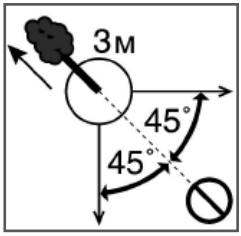

Рис. 11. Расчет пути отхода при валке дерева
диагонали в сторону, противоположную направлению падения, под углом 45 градусов. Вы должны отойти минимум на 3 метра от ствола, на тот случай, если во время падения комель дерева отскочит в сторону (Рис. 11).
4. Выберите направления падения дерева. Для этого следует учесть силу и направление ветра, естественный наклон дерева, равномерность распределения веток в кроне дерева. Начните пилить с той стороны дерева, куда оно должно упасть (Рис. 11).